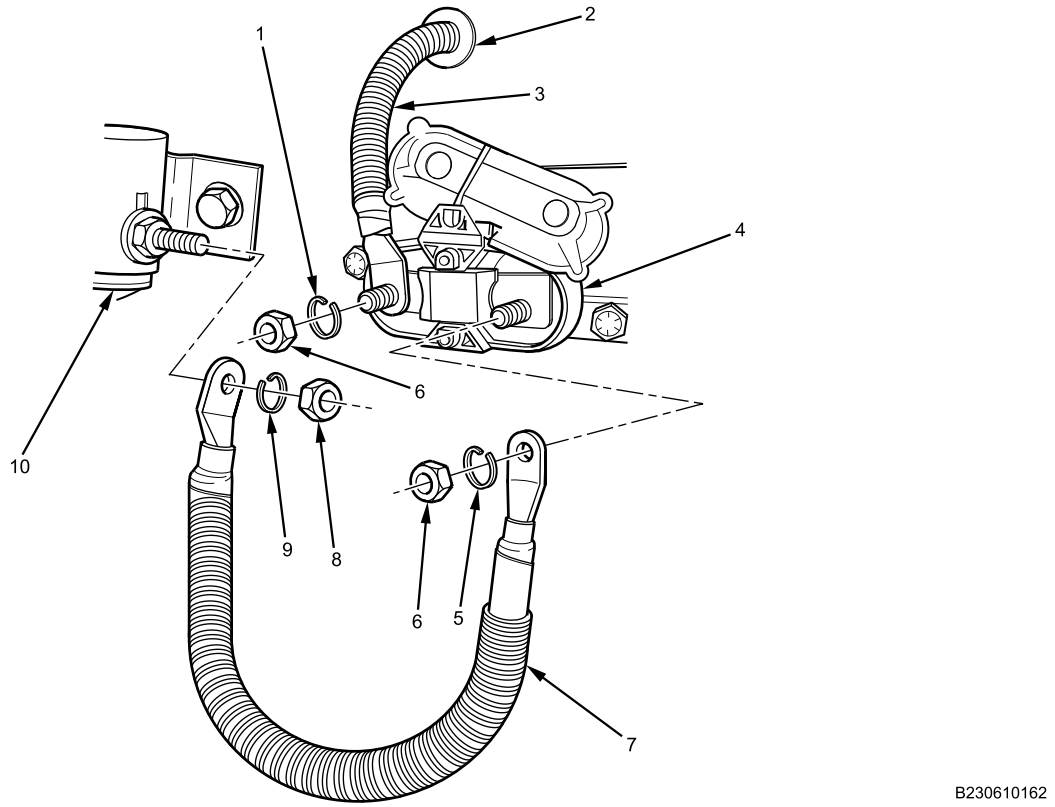

Figure 11. Mega-Fuse Cables.
2. Pull cable (Figure 11, Item 3) through grommet (Figure 11, Item 2) to mega-fuse holder (Figure 11, Item 4).
3. Install cable (Figure 11, Item 7) on disconnect switch solenoid (Figure 11, Item 10) with new lockwasher (Figure 11, Item 9) and nut (Figure 11, Item 8). Tighten nut securely.
4. Install two cables (Figure 11, Item 3 and 7) on mega-fuse (Figure 11, Item 4) with two new lockwashers (Figure 11, Item 1 and 5) and nuts (Figure 11, Item 6). Tighten nuts securely.